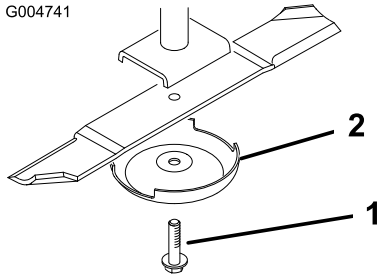

Figur 84
3. Fjern knivbolten, antiskalperingsskålen og skærekniven fra spindelakslen (Figur 84).